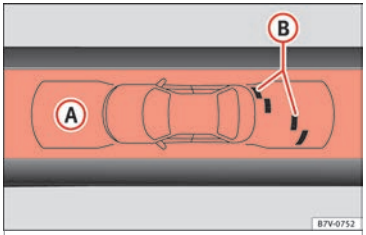

Afb. 211 Aanduiding van OPS op het display: (A) er is een obstakel in het segment waargenomen; (B) geregistreerde zone voor de wagen.
De zone waarin obstakels herkend worden, strekt zich voor de wagen ongeveer 120 cm en naar de zijkanten ongeveer 60 cm uit ››› **afb. 211** (B). Achter de wagen wordt een zone van ongeveer 160 cm en aan de zijkanten van ongeveer 60 cm geanalyseerd ››› **afb. 210** (C).
De getoonde grafiek geeft de gecontroleerde zones in verscheidene segmenten weer. Naarmate de wagen een obstakel nadert, komt het segment steeds dichter bij de weergegeven wagen ››› **afb. 210** (B) en ››› **afb. 211** (A). Ten slotte bij het aanduiden van het voorlaatste segment, betekent dit dat de botszone bereikt is. **Zet de wagen stil!**